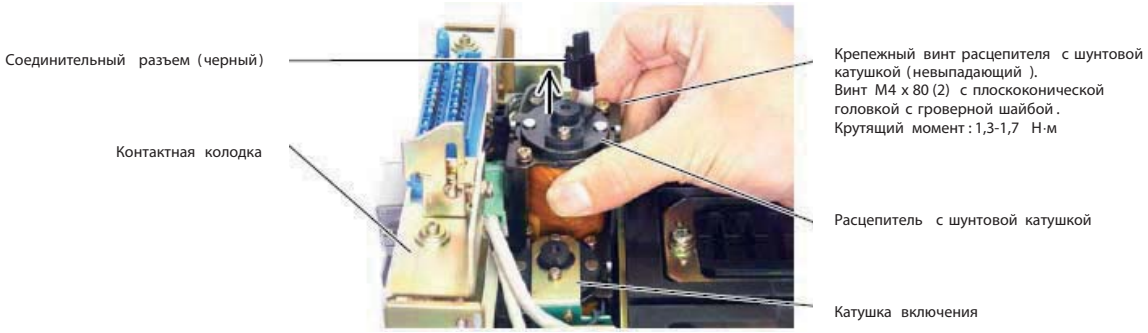

Рис. 73. Извлечение расцепителя с шунтовой катушкой
6) Чтобы ослабить крепежные винты расцепителя с шунтовой катушкой, поверните их на 8 или 10 поворотов, а затем отсоедините соединительный разъем (черный) и извлеките расцепитель с шунтовой катушкой. См. рис. 73. ( Крепежные винты расцепителя с шунтовой катушкой – невыпадающие винты, которые нельзя выкрутить со стороны расцепителя с шунтовой катушкой).